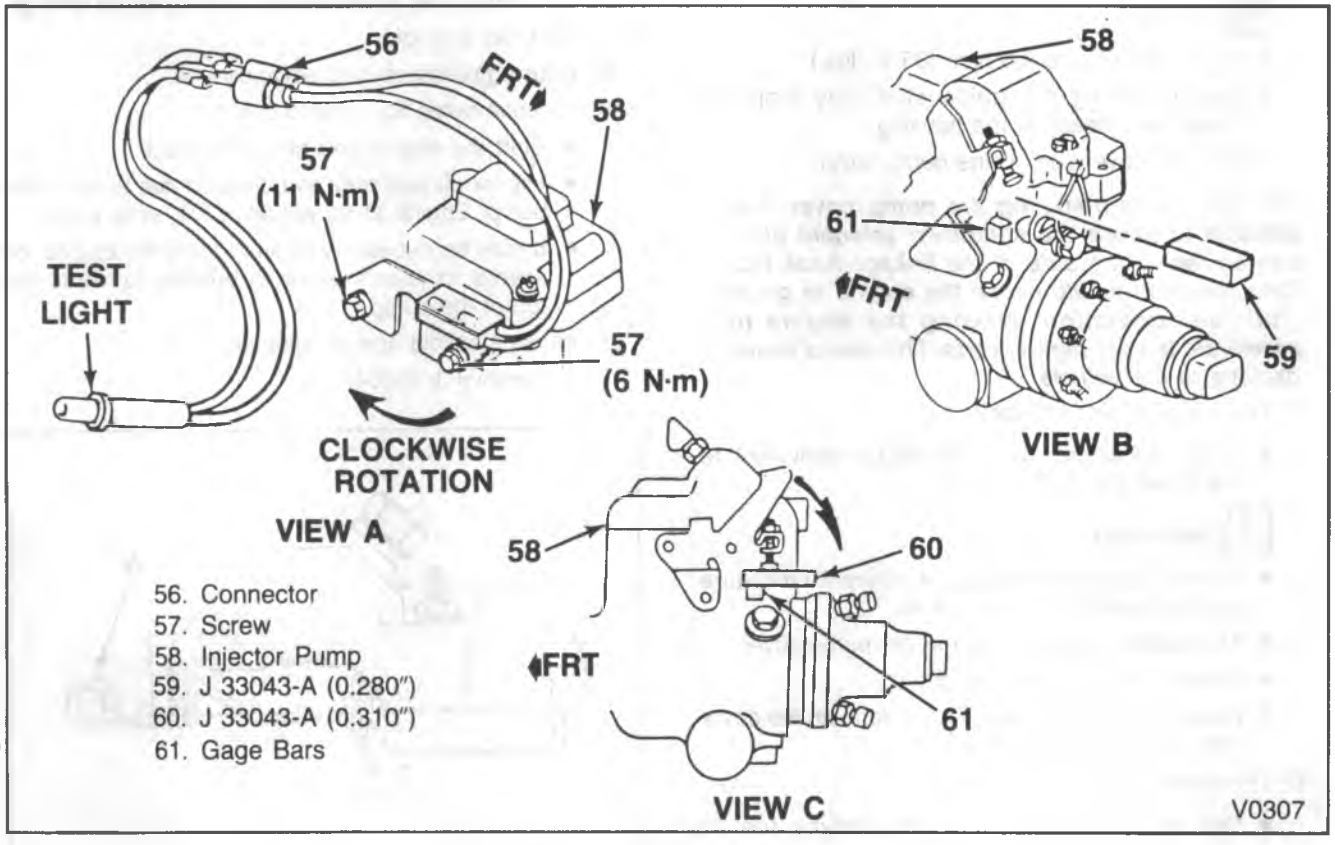

Figure 21—TPS Adjustment
LL4 ENGINE (HEAVY DUTY) (Figure 21)
1. Disconnect TPS connector (56).
2. Loosen screws (56) with throttle closed.
6. Rotate the TPS clockwise (facing TPS) until test light comes on. Hold TPS in this position and tighten screws (56) to torque specified in figure 21.